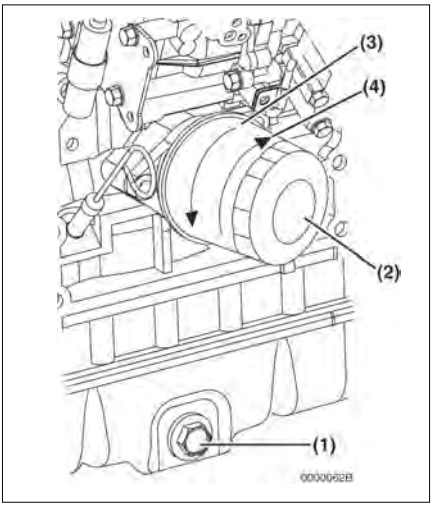

Figure 5-2
6. Remove the oil drain plug **(Figure 5-2, (1))** from the engine oil pan. Allow oil to drain.
7. After all oil has been drained from the engine, reinstall the oil drain plug **(Figure 5-2, (1))** and tighten to 139.8 - 47.0 ft•lb (53.9 - 63.7 N•m; 5. 5 - 6.5 kgf•m).
1. Turn the engine oil filter **(Figure 5-2, (2))** counterclockwise **(Figure 5-2, (3))** using a filter wrench.
3. Lightly coat the gasket on the new oil filter with engine oil. Install the new engine oil filter manually by turning it clockwise **(Figure 5-2, (4))** until it contacts the mounting surface. Tighten to 14 - 17 ft•lb (19.6 - 23.5 N•m; 2.0 - 2.4 kgf•m) or one additional turn using the filter wrench.